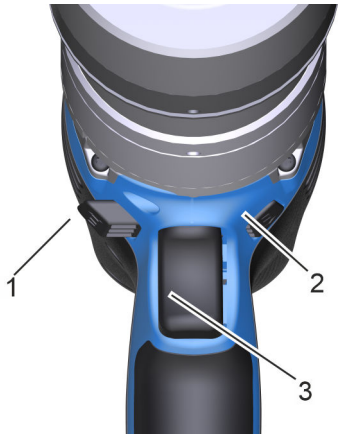

Fig. 28: Direction of rotation
To tighten in clockwise direction (CW), push the direction of rotation setting (Fig. 28/1) to the right.
To loosen in anti-clockwise direction (CCW), push the direction of rotation setting (Fig. 28/2) to the left.
Press and hold the trigger (Fig. 28/3) until the fastening operation has concluded and an acoustic signal sounds. Do not pulse (press and release the trigger in quick succession).